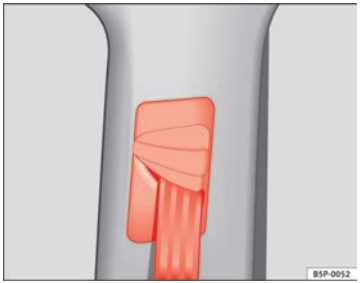

Fig. 16 Location of the belt height adjuster
– Press the upper part of the shoulder belt guide and hold it in this position ⇒ fig. 16.